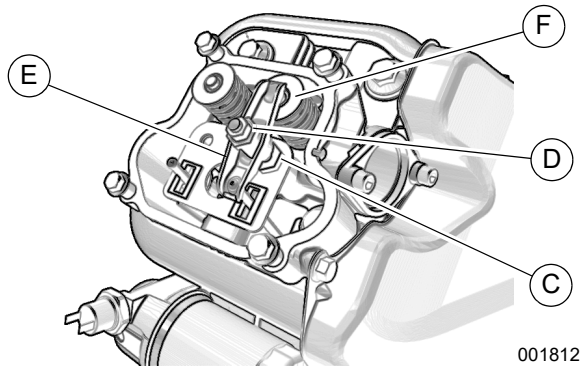
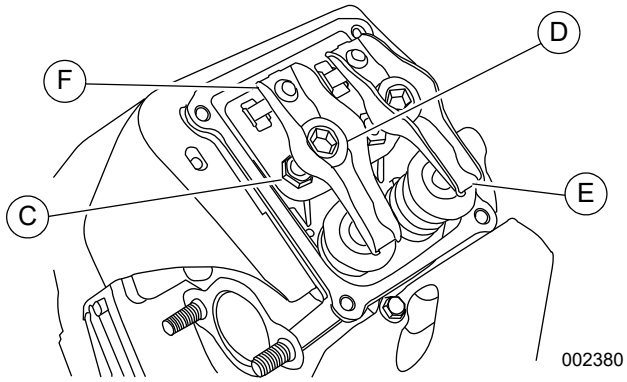

Figure 4-7. Valve Clearance Adjustment (10 kW)
Figure 4-8. Valve Clearance Adjustment (20–22 kW)
6. See ***Figure 4-7*** or ***Figure 4-8***. Inspect valve clearance between each rocker arm (E) and valve stem (F) with a feeler gauge.
See ***Figure 4-7*** or ***Figure 4-8***. Proceed as follows to adjust valve clearance: